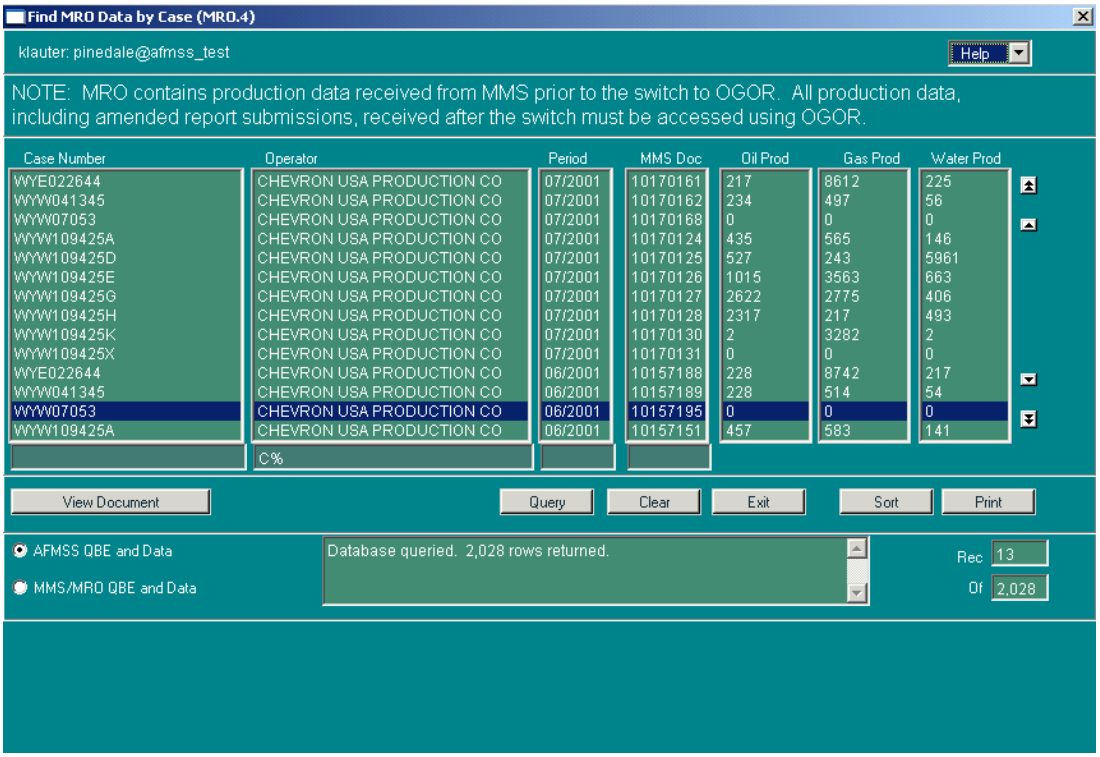

Figure 6-8: Find MRO Data by Case (MRO.4) Window
1. From the *Non-Indian AFMSS Main Menu* select **MRO**. Select **MRO by Case (MRO.4)**. This launches the *Find MRO Data by Case (MRO.4)* window (Figure 6-8).